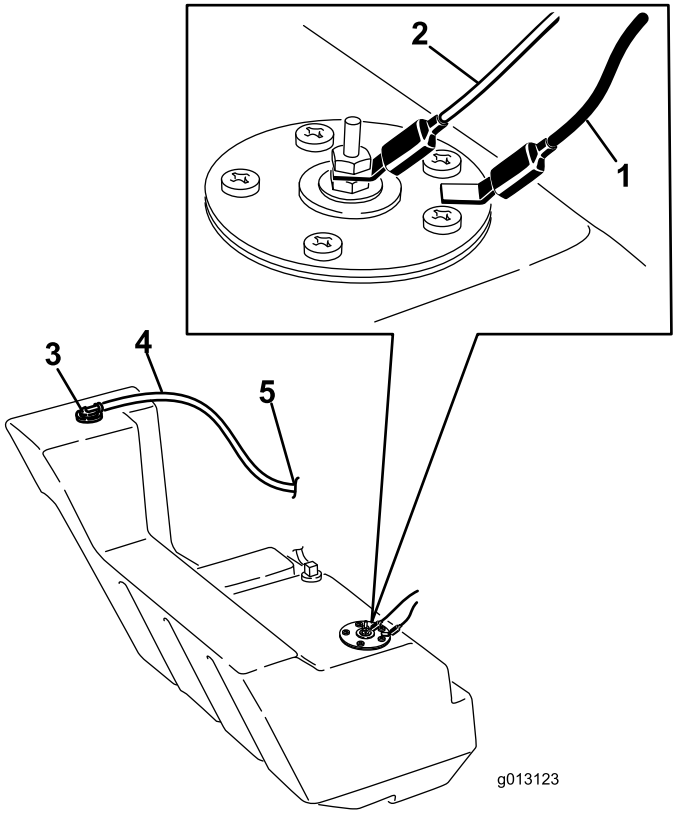

Figuur 58
11. Koppel de twee draden los die naar de rechterzijde van de tank lopen (Figuur 58).
20. Sluit aan de rechterzijde van de tank de oranje draad aan op de middelste pool en de zwarte draad op de buitenste pool (Figuur 58).